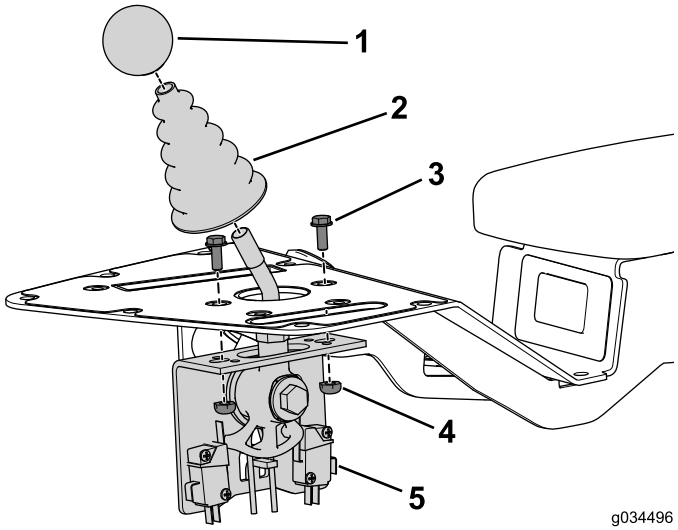

図 17
1. ボルト#10 x 1/2 インチ2本とロックナットを使って、ジョイスティックアセンブリをコンソールに固定する図 17。